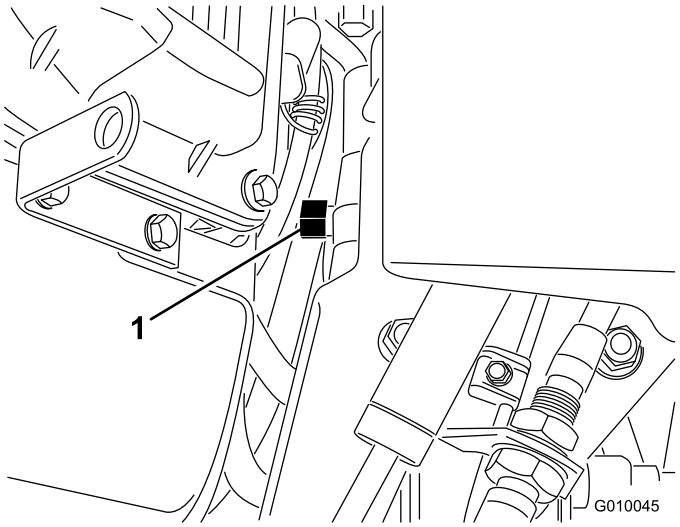

Figur 30
2. Drej omløbsventilen en omgang mod uret med en skruenøgle på 5/8 tommer. Derved får hydraulikvæsken mulighed for at løbe uden om pumpen, hvilket gør hjulene i stand til at dreje (Figur 30).
4. Drej omløbsventilen en omgang med uret for atter at betjene dybdelufteren (Figur 30).